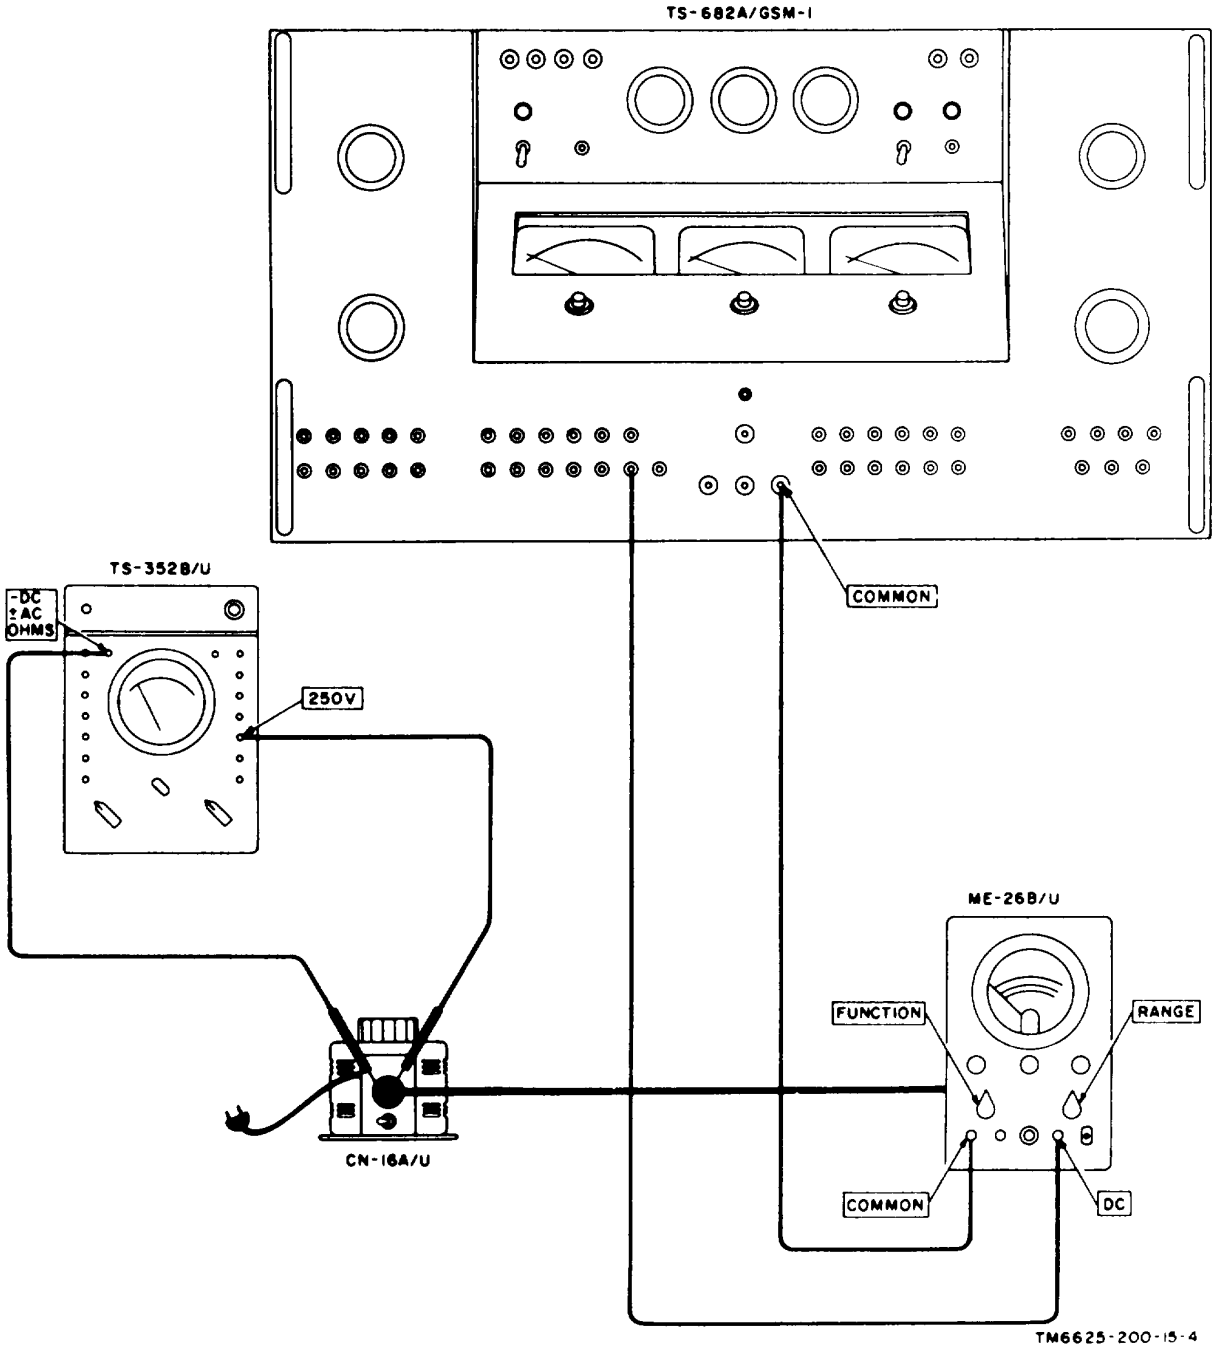

Figure 8-1. Multimeter response with line voltage variation test setup.
(1) Test Set, Meter TS-682A/GSM-1.
(2) Transformer, Power (Variable) CN-16A,/U.
(3) Multimeter TS-352B/U.
b. Test Connections (kid Conditions. Connect the equipment as shown in figure 8-1.